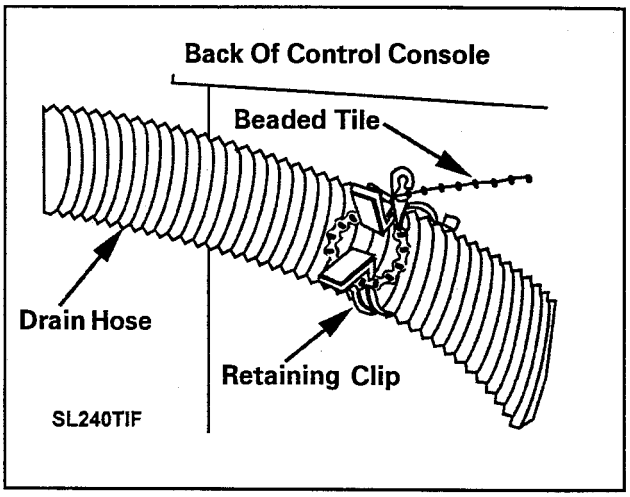

Figure 1-5
7. If the standpipe is less than 36" high, pull the drain hose up vertically and snap the hose into the retaining clip positioned on the upper, rear cabinet wall ***(Figure 1-5).***